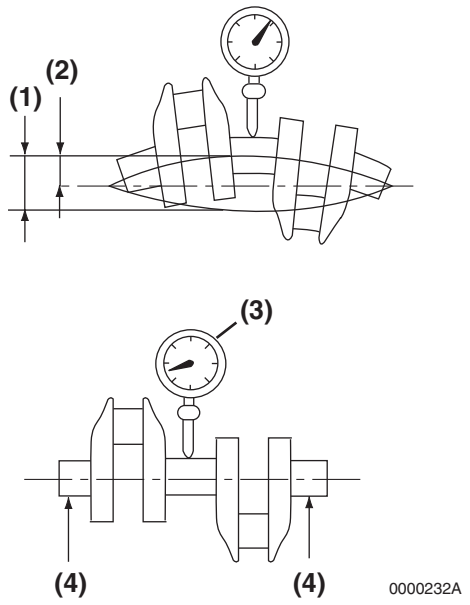

Figure 6-74
1. Put the crankshaft end journals **(Figure 6-74, (4))** on V-blocks.
2. Place a dial indicator **(Figure 6-74, (3))** on a center main bearing surface.